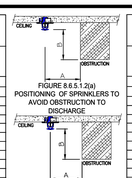

FIGURE 8.6.5.1.2(a) POSITIONING OF SPRINKLERS TO AVOID OBSTRUCTION TO DISCHARGE
NFPA 13 TABLE 8.6.5.1.2 = FIGURE 8.6.5.1.2. (B) STANDARD PENDENT AND UPRIGHT SPRAY SPRINKLERS